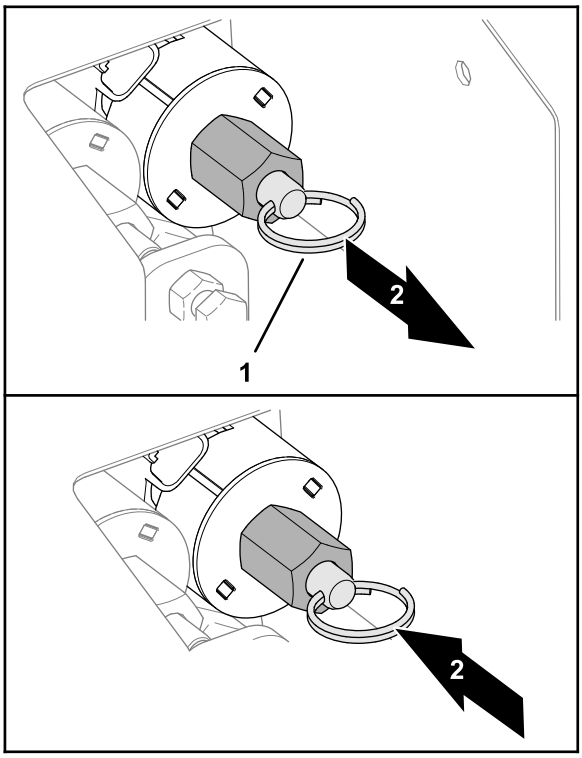

Figur 31
- Du kan senke beholderen (Figur 31) ved å trekke ut ringen på ventilstammen.
- Du kan heve beholderen (Figur 31) ved å skyve inn den delte ringen på ventilstammen.